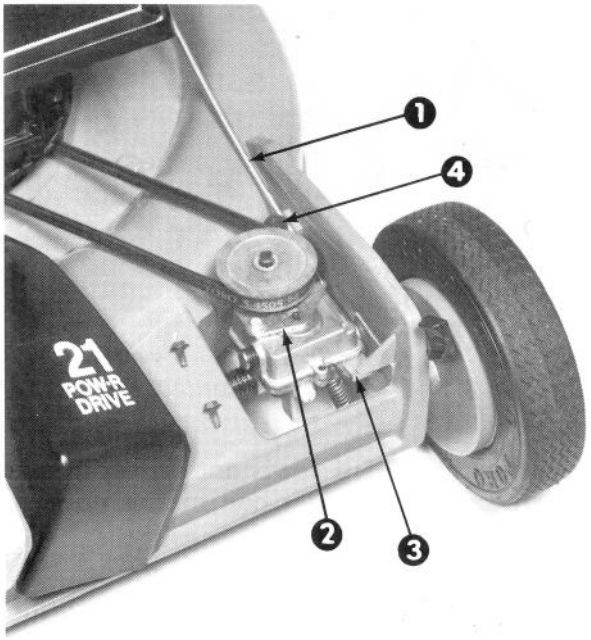

Figure 33
2. Loosen cable retaining screw until control cable is free to slide (Fig. 33).
4. Push shifter arm backward until it stops and hold shifter in place. Pull control cable and wire backward to remove all slack, and secure cable in place by tightening the cable retaining screw (Fig. 33).